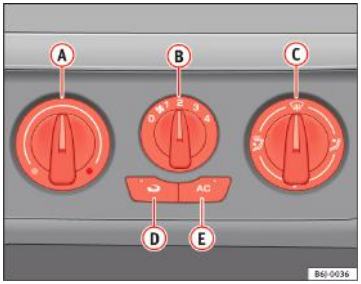

Fig. 95 Butoanele pentru climatizare de pe planșa de bord
– Deconectați sistemul de răcire cu ajutorul butonului ⇒ fig. 95 AC (lampa integrată în buton se stinge).
Activarea modului de recirculare a aerului (butonul ⇒fig. 95 cu lampă de avertizare integrată) previne pătrunderea mirosurilor puternice din exterior în automobil, de exemplu la traversarea unui tunel sau în blocajele în trafic.